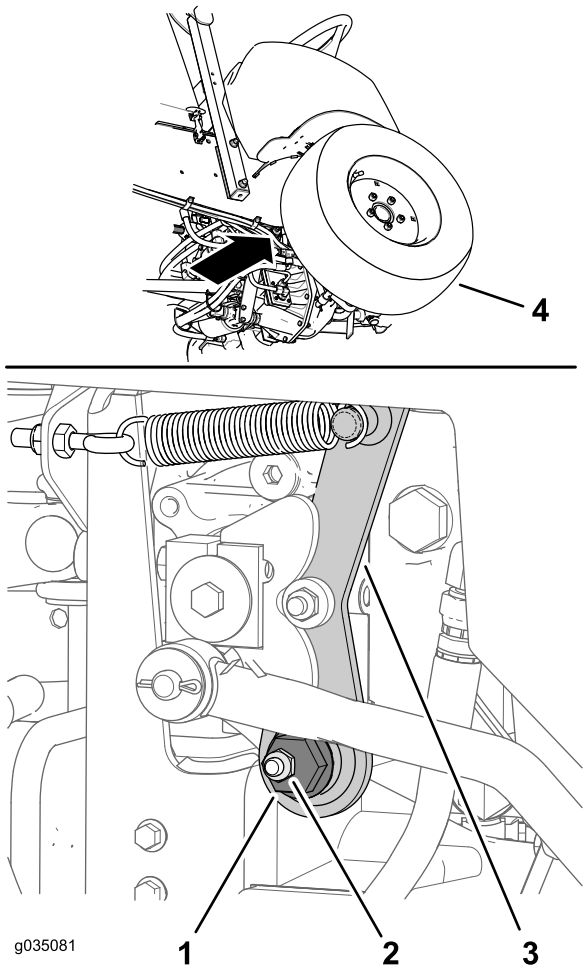

Figur 70
1. Finn eksenterens sekskant til høyre for den hydrauliske pumpen og under kontrollkonsollen (Figur 70).
2. Løsne holdemutteren til du kan flytte eksenterens sekskant (Figur 70).
4. Roter eksenterens sekskant mot klokken til forhjulet begynner å rotere forover. Roter deretter eksenterens sekskant med klokken til forhjulet begynner å rotere bakover (Figur 70).